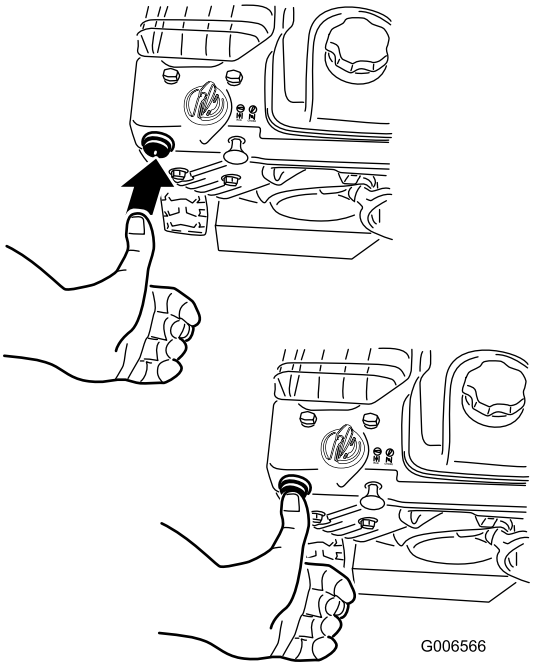

Rysunek 27
4. Mocno naciśnij pompkę kciukiem 2 razy (powyżej -9°C) lub 4 razy (poniżej -9°C), za każdym razem przytrzymując pompkę wciśniętą przez sekundę (Rysunek 27).